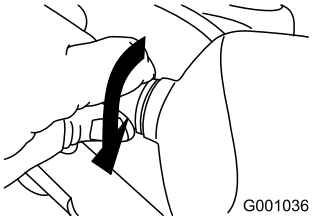

Rysunek 58
5. Przekręć podstawę żarówki do oporu w prawo (Rysunek 58).